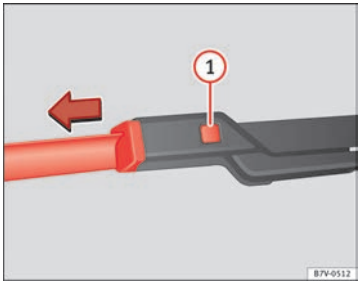

Fig. 119 Changing the front wiper blades
- Hold down the release button ⇒ Fig. 119 (1) while gently pulling the blade in the direction of the arrow.